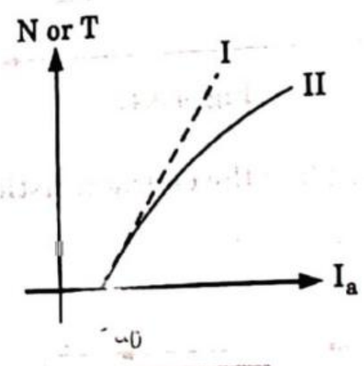

Fig. 4.9.2.
2. At starting upto small value of armature current I_{a0}, torque of shaft will be zero. After I_{a0}, as current increases, torque will increase linearly. This is shown by curve I in Fig. 4.9.2.
∴ Actual characteristics will be as shown in curve II in Fig. 4.9.2